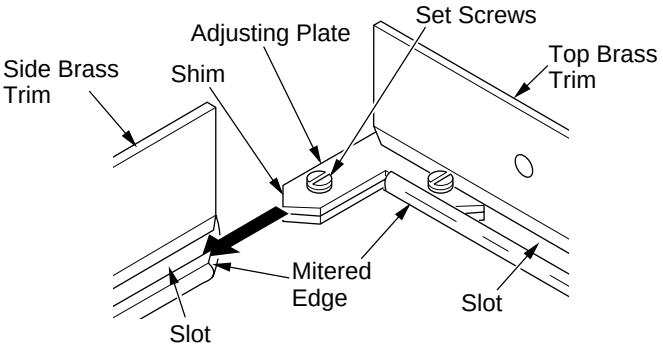

Figure 10 - Assembling Brass Trim
10. Align shim under adjusting plate as shown in Figure 10.
11. Slide one end of adjusting plate/shim in slot of top brass trim (see Figure 10).
12. Slide other end of adjusting plate/shim in slot on mitered edge of side brass trim (see Figure 10).
9. Install brass trim after final finishing and/or painting of wall (see Figure 10, page 8).